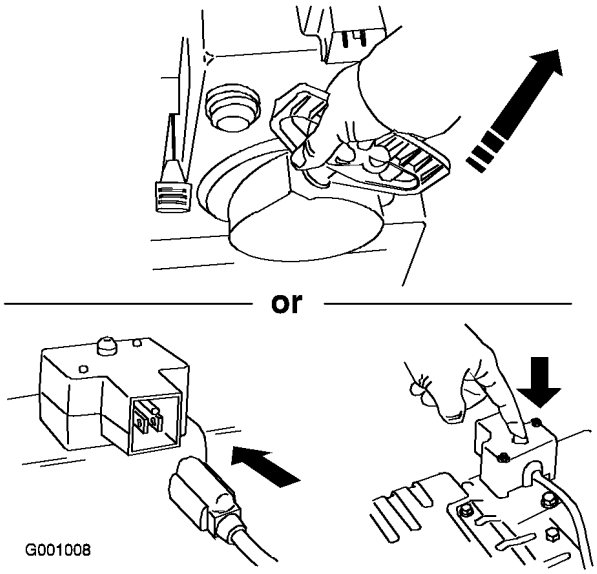

Figur 25
7. Starta snöslungan med startsnöret eller med den elektriska startmotorn (Figur 25).